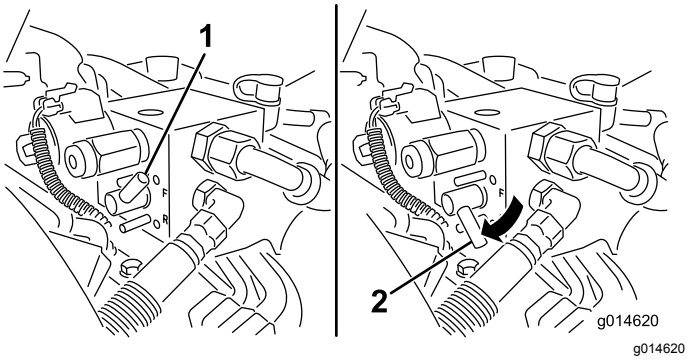

Figur 55
5. Drej baglapningsgrebet til tilbagepositionen (R) (Figur 55).